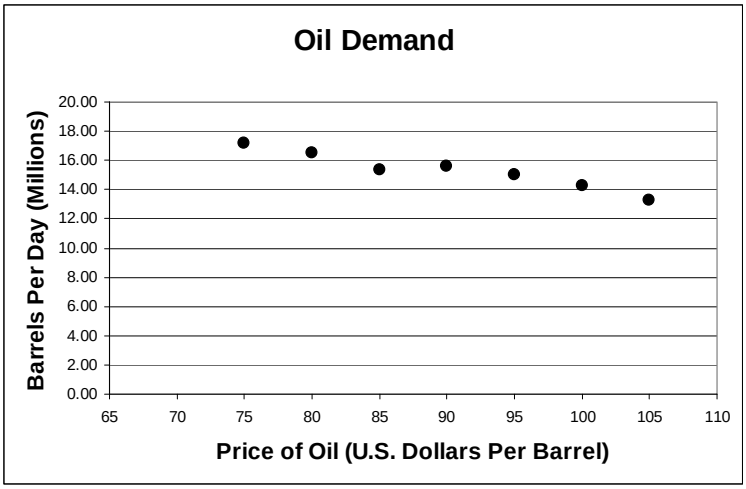

Figure 1.12: Plot of Oil Price vs. Demand
Step 1. *Transform the Problem.* Given in Table 1.4 is the data we will analyze. The independent variable is the price of oil because that determines the demand of oil (the dependent variable). We must find a model that fits through the data so we can make predictions. Our first step in finding the most appropriate model is to use the skills learned in our first problem solving lab to plot the data. See Figure 1.12 for a plot of the data found in Table 1.4.